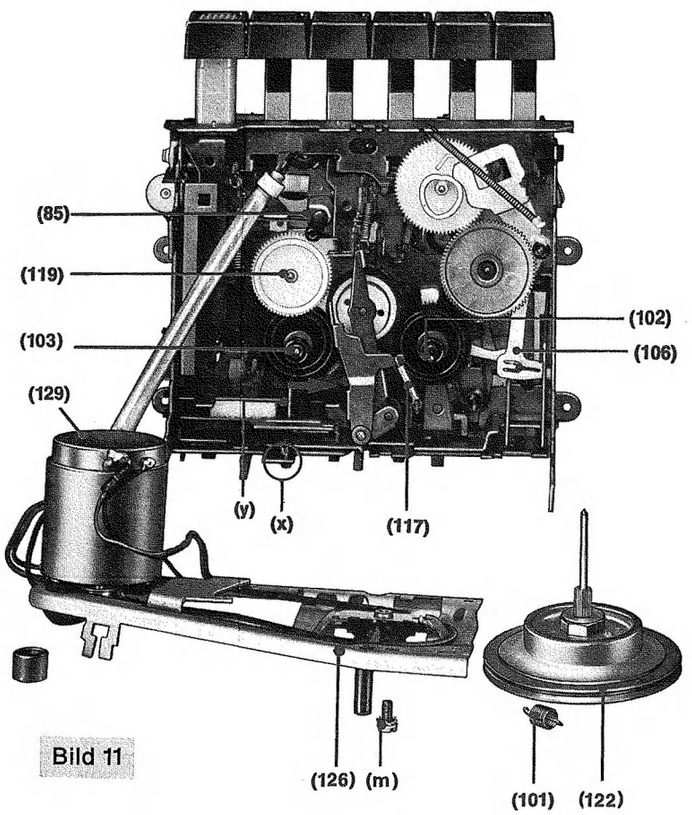

Bild 11
13. Kupplung (103 Rücklauf) überprüfen bzw. wechseln [Bild 11 und 13]